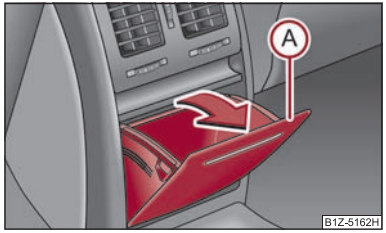

Fig. 77 Console centrale arrière: Vide-poches
– Ouvrez le vide-poches en tirant sur le bord supérieur du vide-poches (A) et dans le sens de la flèche ⇒ fig. 77.